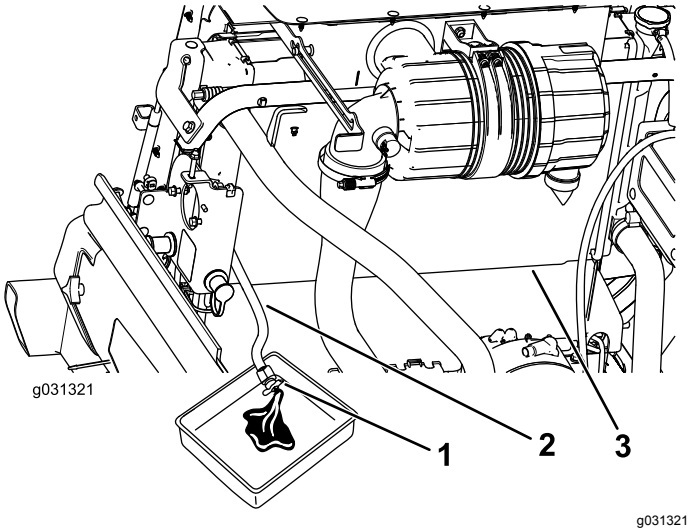

Figur 111
3. Placer kølerdrænslangen i drænbakken, åbn aftapningsventilen på kølerslangen, og dræn væsken ned i en drænbakke (Figur 111).
4. Luk ventilen på kølerdrænslangen (Figur 111).